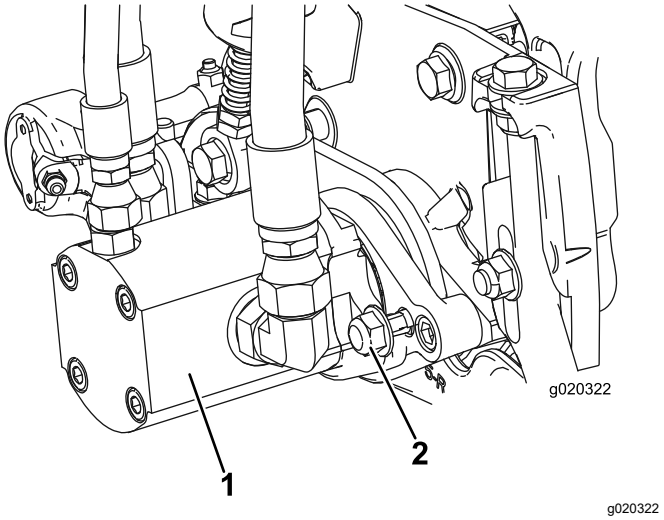

**Figur 10**
15. Installer motoren ved å rotere den med klokken slik at motorflensene går klar av låsemutterene (Figur 10). Roter motoren mot klokken til flensene omringer mutterene , og trekk deretter til mutrene.